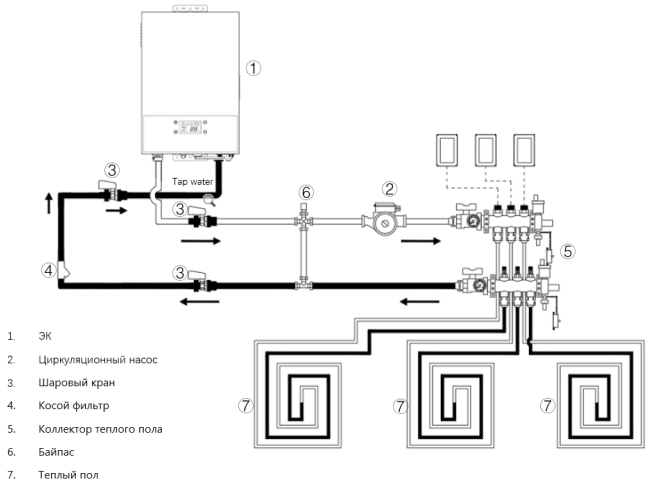

Рис. 8. Схема подключения «теплый пол + ЭК»
B) Подведите сетевой кабель (Рис. 8)